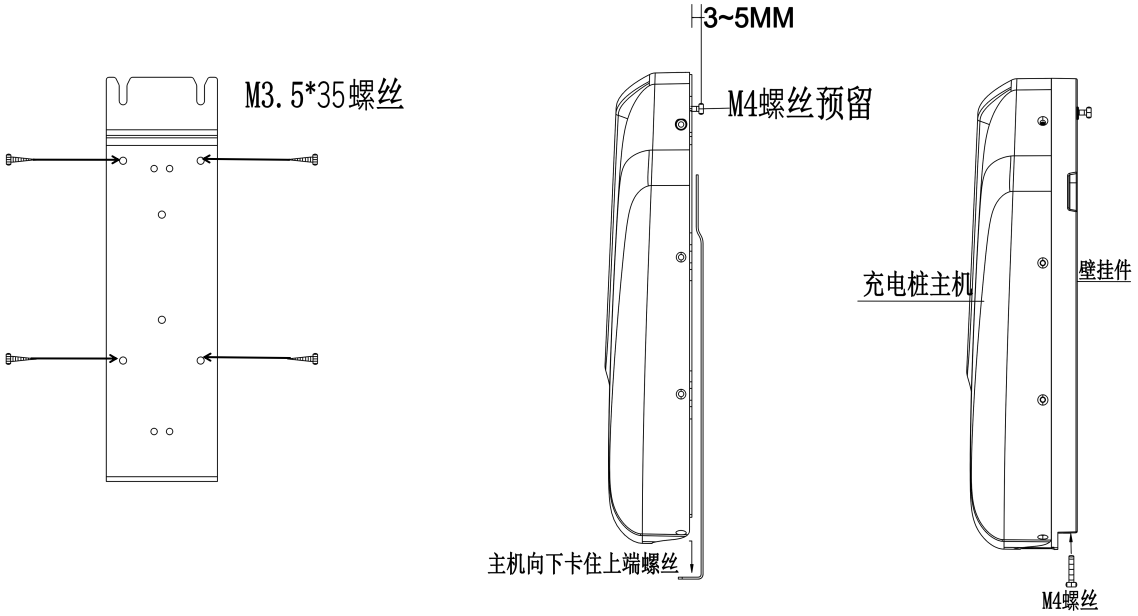

图 4
4、先将壁挂附件贴在墙上在画出打孔位置，用冲击钻配合 6mm 的冲击钻头钻头打孔，将塑料胶塞锤入孔中，再用 M3.5*35 的木工螺丝的螺丝固定壁挂附件，最后用随机配送的 M4 螺丝将充电主机与壁挂附件锁付连接即可，如图 4。